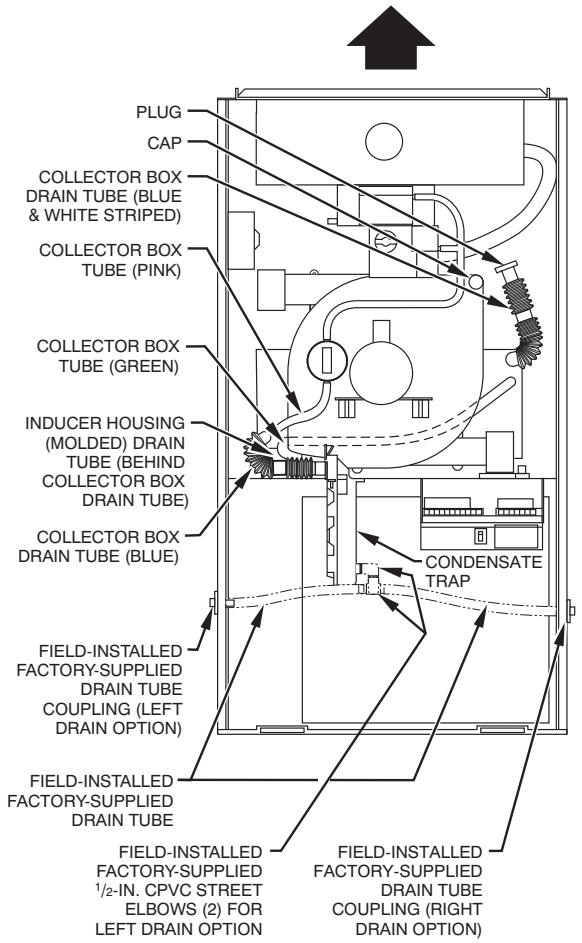

Fig. 6 - Factory-Shipped Upflow Tube Configuration (Shown with Blower Access Panel Removed)
Some assembly and modifications are required for furnaces installed in any of the 4 applications shown in Fig. 1. All drain and pressure tubes are connected as shown in Fig. 6. See appropriate application instructions for these procedures.
NOTE: See Fig. 6 or tube routing label on main furnace door to confirm location of these tubes.
j. Cement 2 factory-supplied 1/2-in. (13 mm) street CPVC elbows to the rigid drain tube connection on the condensate trap. (See Fig. 6.) These elbows must be cemented together and cemented to condensate trap drain connection.
NOTE: See Fig. 6 or 7 or tube routing label on main furnace door to check for proper connections.